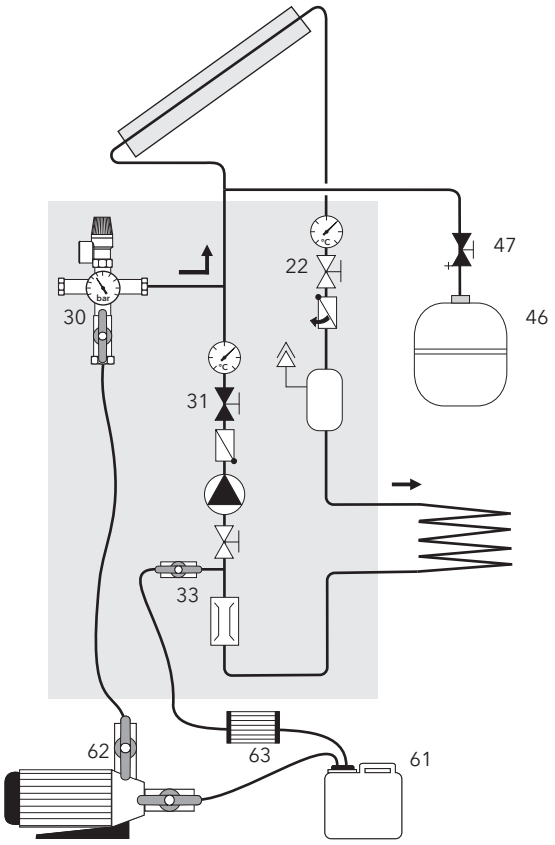
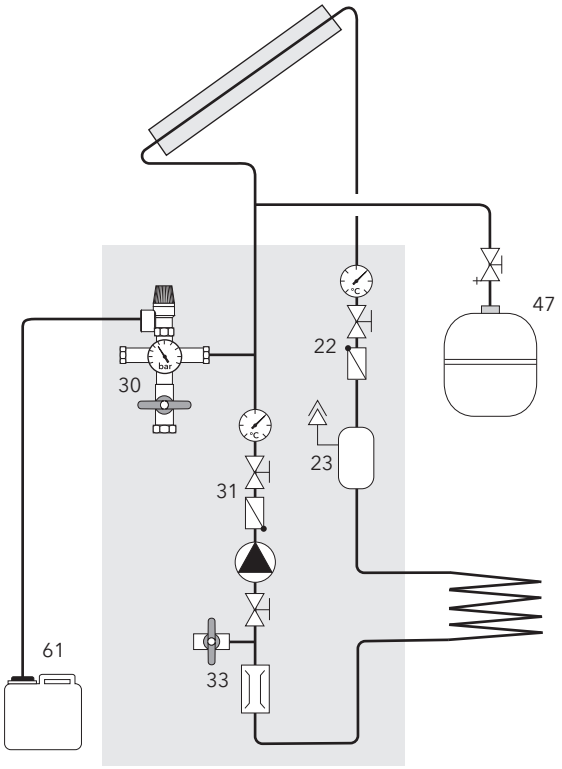

*Abb. 70 Solarkreis spülen: **61** Auffanggefäß; **62** Befüllpumpe; **63** Schmutzfilter.*
*Abb. 76 Betriebszustand.*
Die Arbeitsschritte bei der Inbetriebnahme des Solarkreises werden nachfolgend schematisch erläutert (Abb. 70 bis Abb. 76). Die Beschreibung der Stellungen von Kugelhähnen und Schwerkraftbremsen sind in Abb. 68 und Abb. 69 dargestellt. Weitere Erläuterungen finden sich in der Legende zu Abb. 39 auf S. 24.
Vorgehen (Abb. 70):
- Schläuche entsprechend Abb. 70 anschließen und Auffanggefäß (61) mit Spülflüssigkeit füllen: Fließrichtung vom Kollektor zum Speicher; Schmutzfilter (63) verwenden!
- KFE-Hähne an der Sicherheitsgruppe (30) und am Durchflussmesser (33) öffnen.
- An der Kombiarmatur im Solarkreis-Vorlauf (22) Kugelhahn öffnen und Schwerkraftbremse außer Funktion setzen.
- Kugelhahn an der Kombiarmatur im Solarkreis-Rücklauf (31) schließen.
- Kappenventil (47) schließen. Andernfalls können Fremdkörper ins Solar-MAG (46) gelangen und Korrosion auslösen.
- Solarkreis für ca. 10 Minuten spülen durch Einschalten der Befüllpumpe (62), dabei Luftansaugen vermeiden!
Position der Armaturen wie in Abb. 76 einstellen: